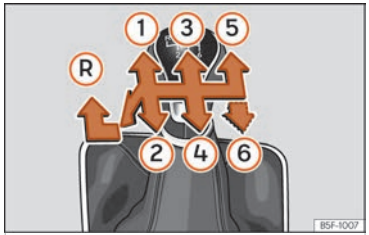

Fig. 88 Esquema d'un canvi manual de 5 marxes o bé de 6 marxes.
A la palanca de canvis s'indiquen les posicions de les marxes ››› fig. 88.
- Amb la palanca de canvis en punt mort, pressioneu-la cap avall, moveu-la a l'esquerra fins al final i després cap endavant per seleccionar la marxa enrere ››› fig. 88 (R).